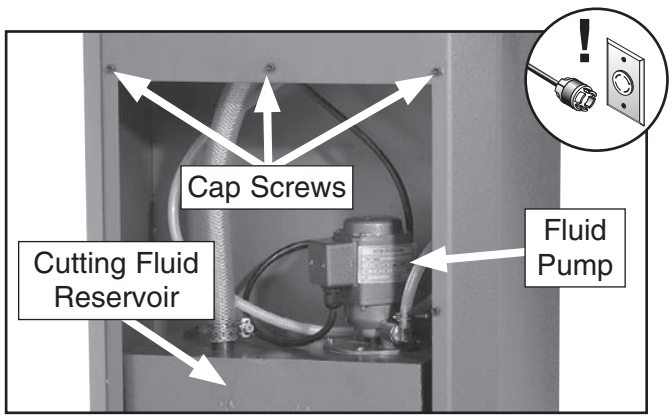

Figure 25. Base with rear panel removed.
2. Remove rear panel from saw base to access cutting fluid reservoir (see **Figure 25**).